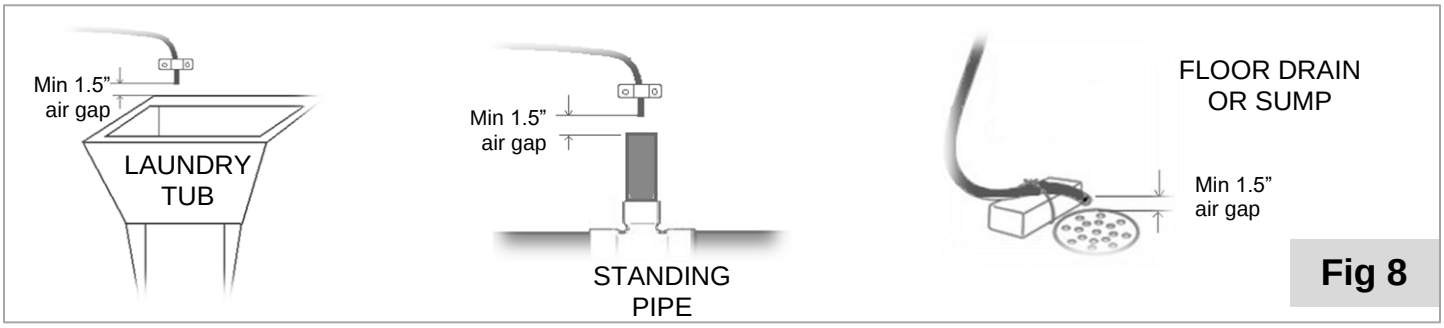

Fig 8
- You can run the drain hose from the unit to the ceiling joists (max 8 ft ceiling) and run it to the nearest laundry tub or drain pipe. This can be ran up overhead or down along the floor. If running drain line more than 30 feet overhead, increasing the line size to 3/4" will be required. Please follow your local health dept. codes for where to run filter discharge water. NEVER MAKE A DIRECT CONNECTION INTO A WASTE WATER DRAIN. A PHYSICAL AIR GAP OF AT LEAST 3" SHOULD BE USED TO AVOID BACTERIA AND WASTEWATER TRAVELLING BACK THROUGH THE DRAIN LINE INTO THE CAFO FILTER (**Fig 8)**.